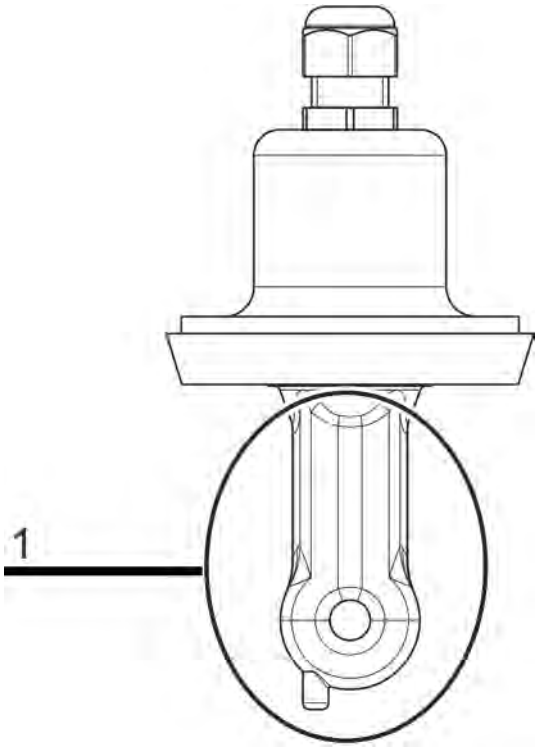

Abb. 73: Sensorkörper eines Ci-Sensor (Pos. 1)
3. Platzieren Sie den Sensor so, dass der Sensorkörper frei in der Luft hängt. (Siehe Abb. 73 .)